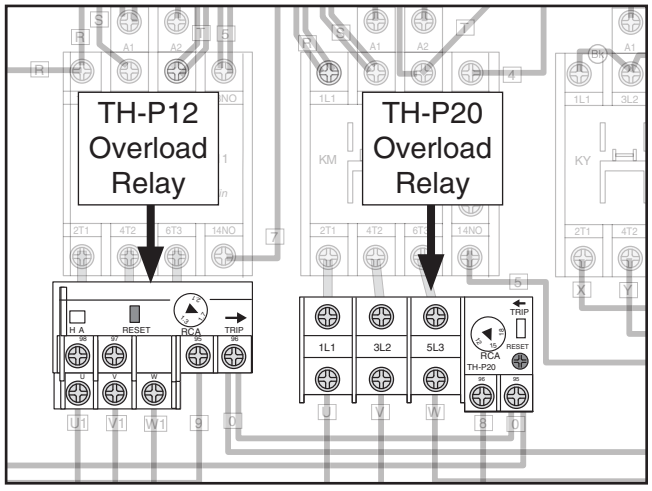

Figure 9. Overload relays for 440V.
4. Replace left overload relay with TH-P12 overload relay, and set amperage dial to 1.7A (see **Figure 9**).
5. Replace right overload relay with Shihlin TH-P20 overload relay, and set amperage dial to 15A (see **Figure 9**).